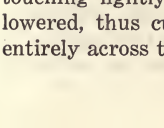

Fig. 26.
23. Use of Bench-Hook.—Small stock is held best on a bench-hook while performing such work as sawing, block-planing and sandpapering. The bench-hook prevents vibration of the stock, yet allows it to be moved readily. It aids in producing neat, accurate work and saves the bench from being marred. Fig. 26 shows the proper position of the bench-hook, stock and hands in sawing. When block-planing, the opposite end of the bench-hook is used. The working edge of the stock is placed against the block and
25. Back-Sawing.—Back-sawing is practiced where careful work is required, usually upon small materials. A straight, smooth cut can be made because the saw has a rigid back, the teeth are small and have very little "set." Before cutting a board with the back saw, the stock is scored entirely around with a sharp knife, guided by the try-square. Then the piece is placed on a bench-hook and held in position with the left hand. See Fig. 26. In starting to cut, the saw is guided by the thumb of the left hand, held against the side of the saw. The saw is moved backward and forward its full length, touching lightly the back edge of the piece. Gradually the saw is lowered, thus cutting farther into the stock until the kerf extends entirely across the surface. There should be no material left between